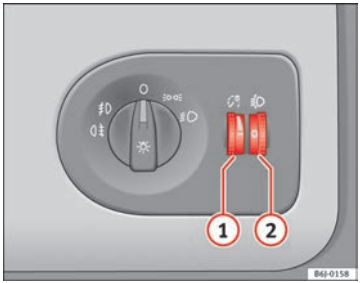

Fig. 55 Dash panel: regulation for instrument and switch lighting and headlight range control
When the headlights are switched on, the brightness of the instruments and switch lighting can be regulated to suit your requirements by turning the thumb wheel ⇒ Fig. 55 (1).